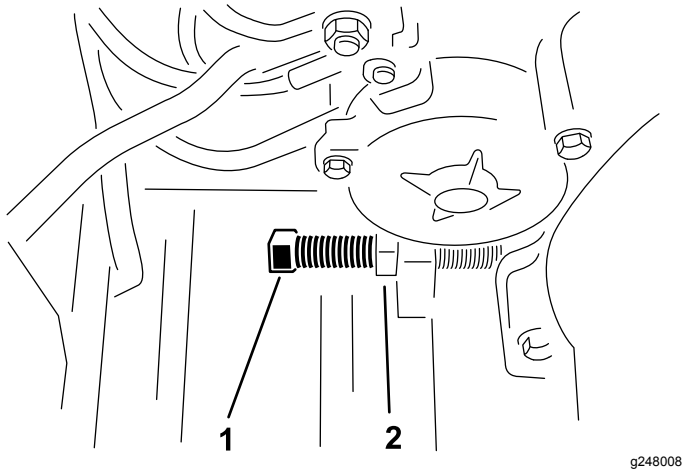

Figure 22
3. Desserrez l'écrou de blocage et tournez le boulon de réglage de la courroie jusqu'à obtention de la tension correcte (Figure 22).
5. Ajustez le moteur de sorte qu'il soit parallèle au cadre. Continuez à serrer les boulons de fixation du moteur (Figure 22).